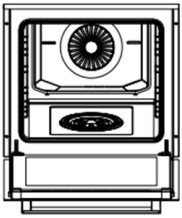
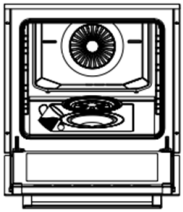
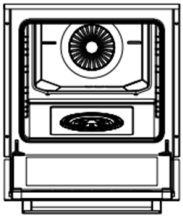

Figura 12
Figura 13
Figura 14
2. Aprire il coperchio dell'apparecchio (vedi figura 12). Rimuovere il coperchio del serbatoio dell'acqua e riempire il serbatoio (vedere figura 13). Chiudere quindi il coperchio del serbatoio dell'acqua (vedere figura 14). Chiudere il coperchio dell'apparecchio e preriscaldarlo per 10 minuti. Dopo il preriscaldamento, è possibile inserire i cibi nell'apparecchio.